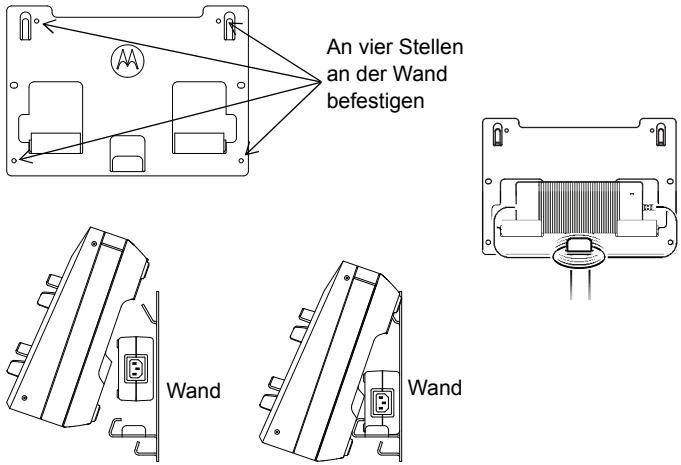

Abbildung 17: Montage des Mehrfachladegeräts an die Wandhalterung
4. Hängen Sie das Mehrfachladegerät wie in Abbildung 17 dargestellt in die Wandhalterung.